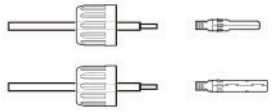

Figura 4.9 Inserire il filo nel cappuccio del dado del connettore e nel pin di contatto
2. Inserire il filo nel dado del coperchio del connettore e nel pin di contatto. (vedi Figura 4.9)